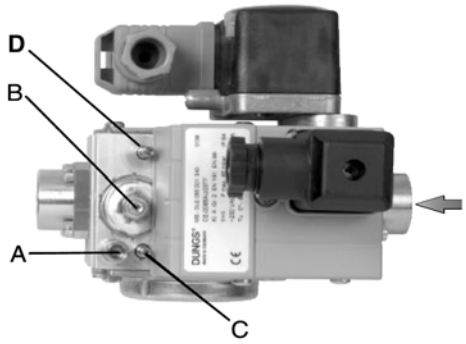

Рис. 8
4 согласно ссылки, данной на Рис. 8, закрепить фланец к шпилькам котла с помощью гаек **D**, не затягивая их полностью;
1. отвинтить винт **A** (Рис. 8) забора давления иподсоединить манометр;
2. установить на минимальное значение регулятор давления, поворачивая регулировочный винт **B** (Рис. 8) против часовой стрелки;
4. отрегулировать пламя на фазе розжига, используя байпас **C** (см. Рис. 8 п.10). При вращении по часовой стрелке расход газа уменьшается, а против часовой стрелки - увеличивается. Рекомендуется не увеличивать сильно расход при розжиге,
чтобы не влиять на эффективную работу стабилизатора **B** (Рис. 8).
Воздействовать на регулятор давления до тех пор, пока не получите желаемый расход, с помощью регулировочного винта **B** (Рис. 8): для увеличения расхода крутите винт по часовой стрелке, для его уменьшения - против часовой стрелки.
Регулировочный клапан D редуктора основного количества газа на заводе - изготовителе оставляется в полностью открытом состоянии: его положение не должно НИКОГДА изменяться! После выполнения всех настроек, закрутить стопорный винт **A** (Рис. 8) в отверстии для измерительного прибора.